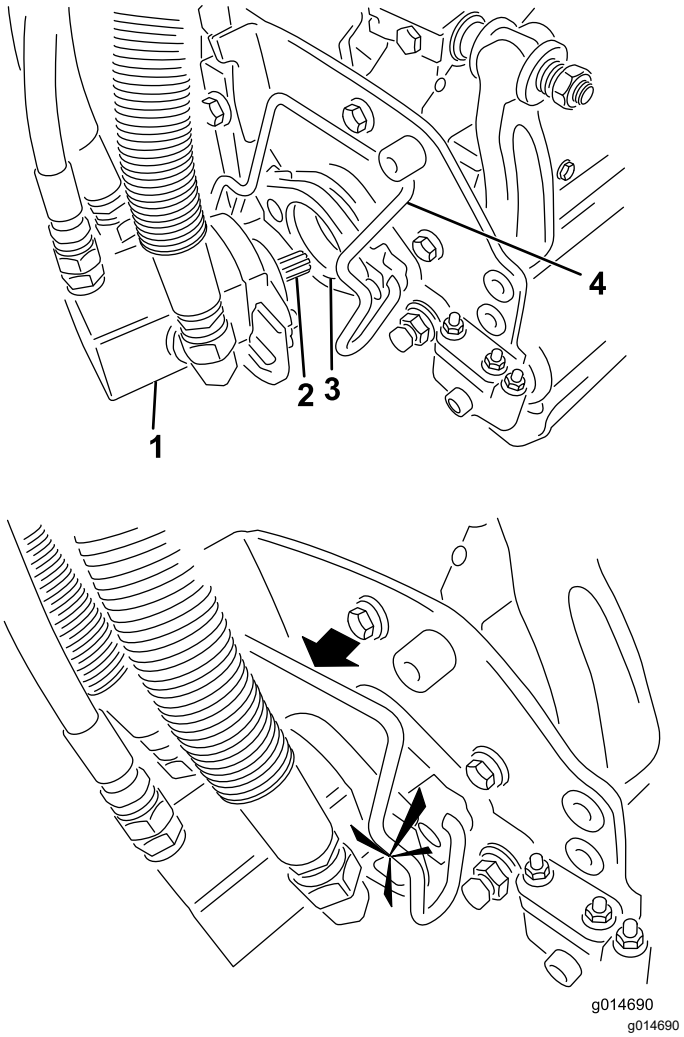

**Rysunek 49**
5. Nasmaruj wał z wypustem silnika zespołu tnącego cienką warstwą smaru (Rysunek 49).
6. Umieść silnik po lewej stronie jednostki tnącej (patrząc ze stanowiska operatora) i pociągnij pręt mocujący silnik na jednostce tnącej w kierunku silnika, aż do usłyszenia charakterystycznego kliknięcia po obu stronach silnika (Rysunek 49).